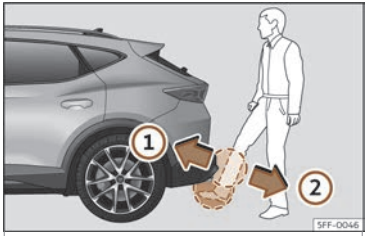

Fig. 86 Porta del maleter amb obertura controlada per sensor (Easy Open).
- Amb un moviment ràpid, apropeu un peu i la part inferior de la cama al para-xocs tant com pugueu. La part inferior de la cama ha d'acostar-se a la zona del sensor superior, i el peu, a la zona del sensor inferior ››› **fig. 86** ①.
- Traieu ràpidament el peu i la part inferior de la cama de les zones dels sensors ››› **fig. 86** ②. La porta posterior s'obre automàticament.